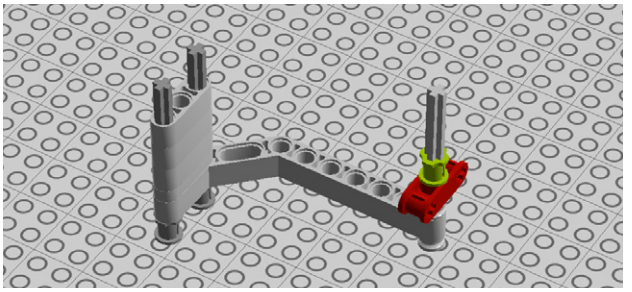

Figure 7-72. *Step 65: Securing the block*
65. Secure the double cross block with a bush. Figure 7-72 shows this.